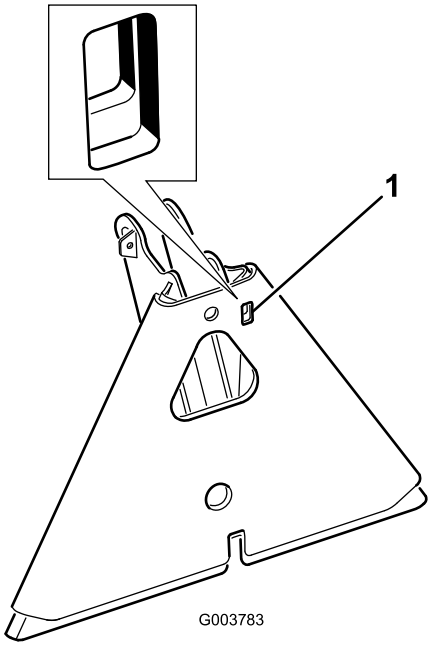

**Figur 18**
**Obs:** Om redskapshållaren fastnar i hållaren på traktorenheten ska du sticka in en bändare/skruvmejsel i bändöppningen för att lossa delarna (Figur 18).